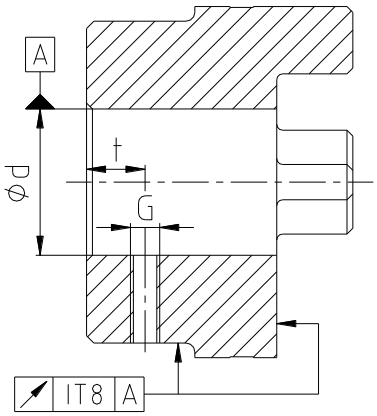

Bild 21: Rund- och plangångsnoggrannhet
- Om kunden själv utför navborrningen måste rund- resp. plangångsnoggrannheten (se bild 21) säkerställas.